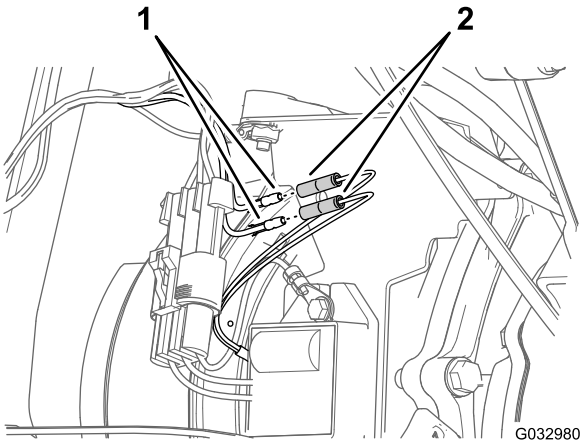

Figura 12
1. Ubique el arnés del motor-alternador en la parte trasera de la carcasa del motor (Figura 12).
2. Conecte los dos conectores de bala del arnés de cables a los conectores de dos receptáculos del arnés del motor-alternador (Figura 12).